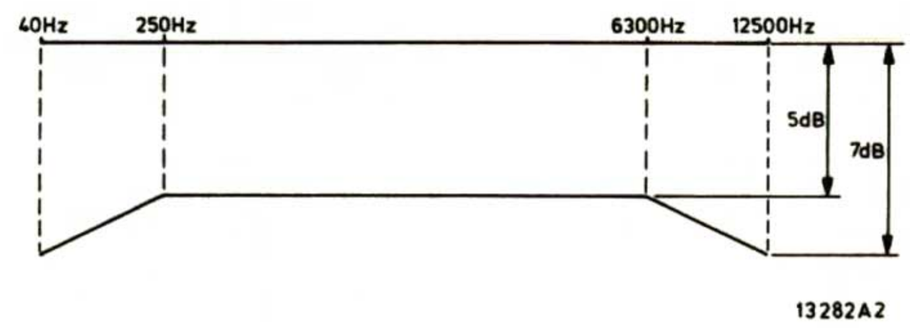

Fig. 20
- De frekwenties tussen 40 en 12.500 Hz moeten binnen de grafiek van Fig. 20 liggen.